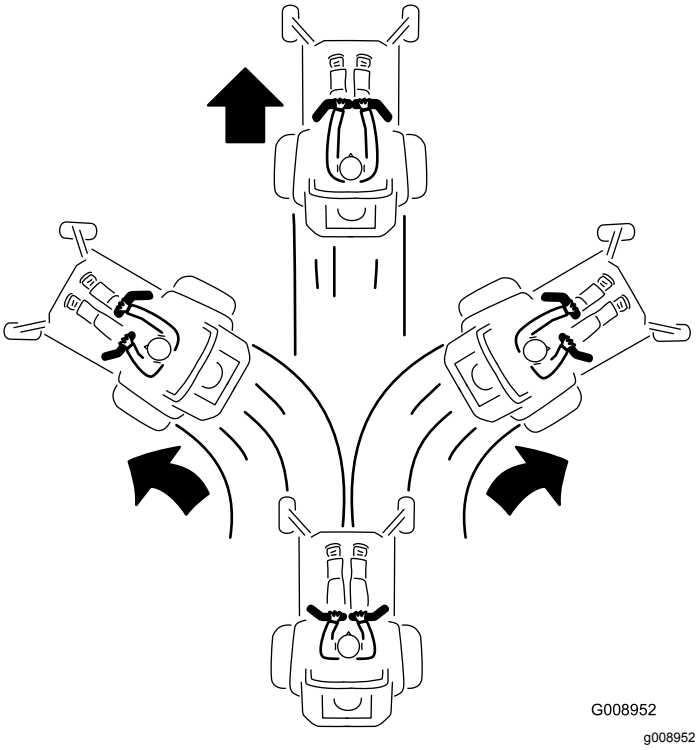

Figur 27
3. Skyv bevegelsekontrollspakene forsiktig forover for å gå fremover (Figur 27).